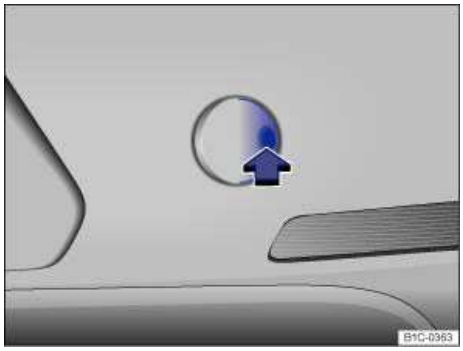

Fig. 182 In the right rear bumper: Removing the cover.
- Push on the cover at the right side marking ⇒ fig. 182 (arrow) so that it pops out.